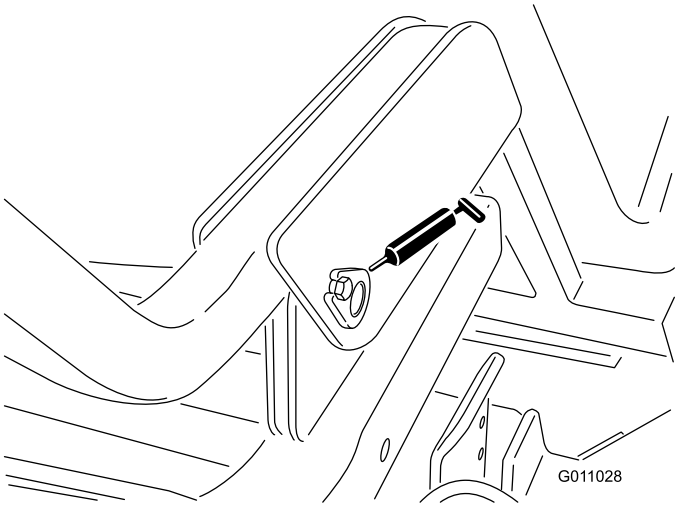

Figur 35
- Beholderaksel (nedre) (2) (Figur 35).